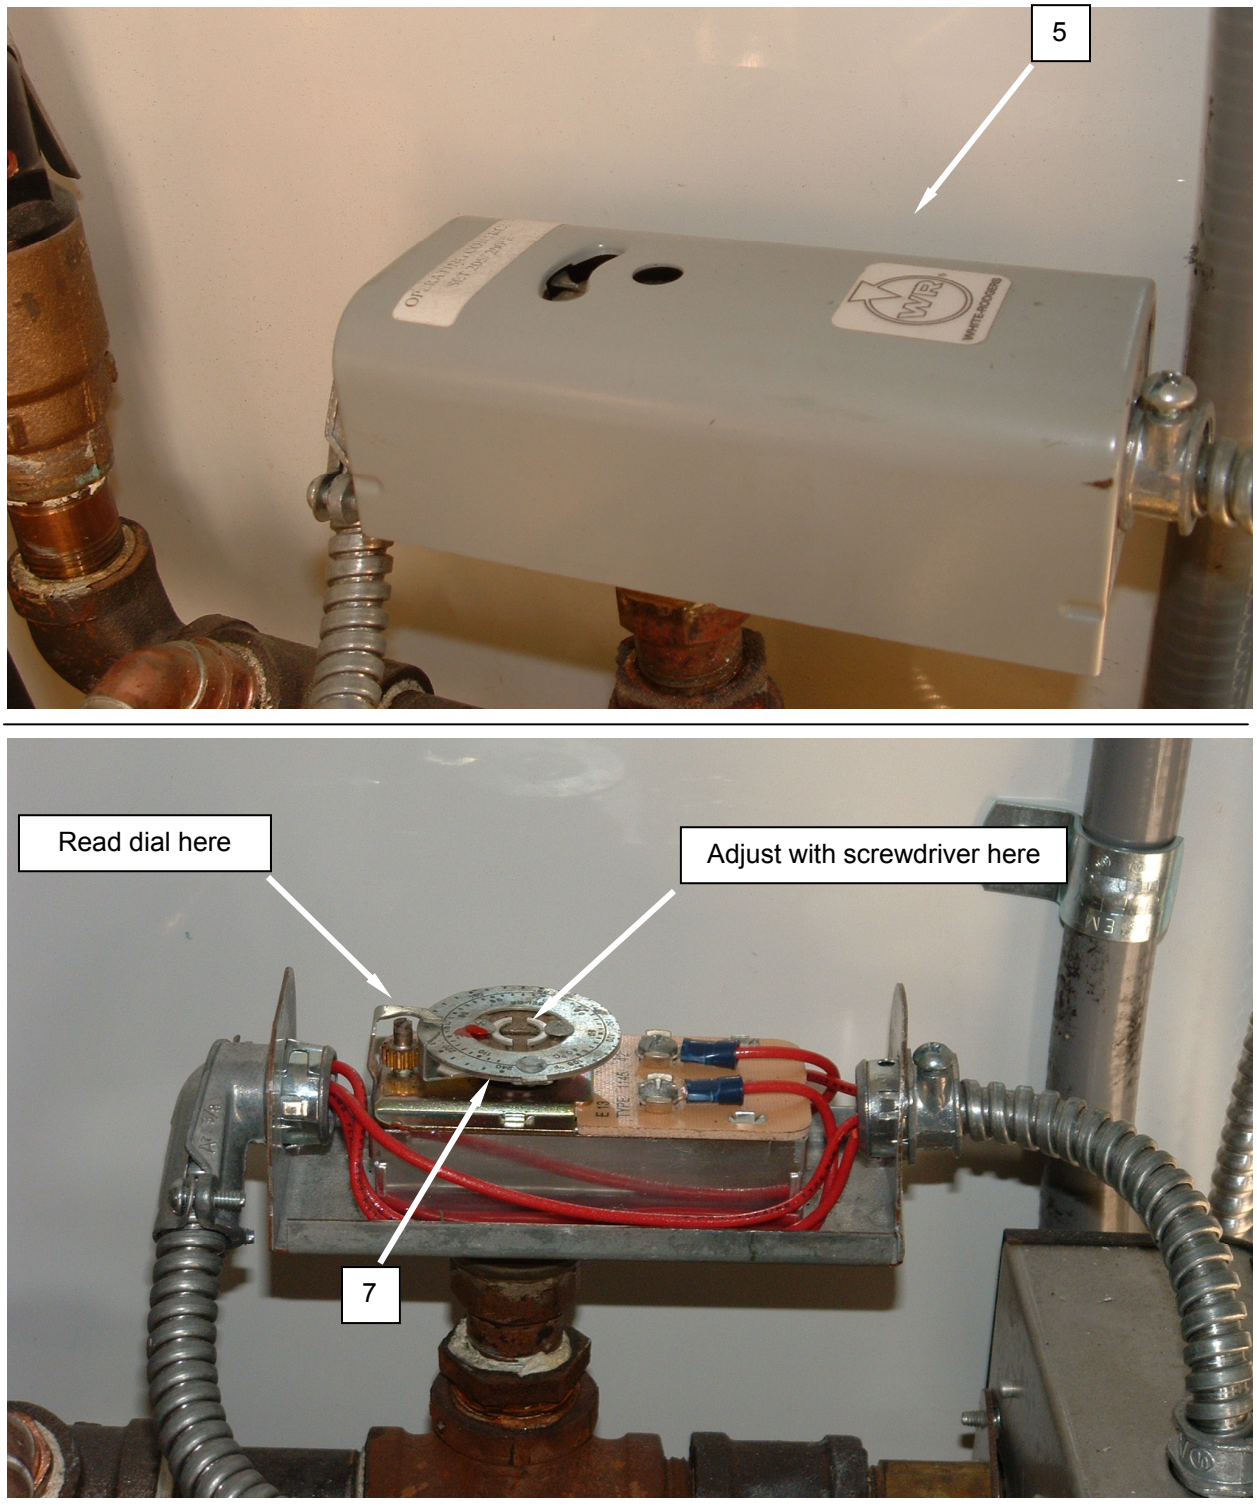

Figure 9. Adjust the Thermostat.
2. Loosen the screw retaining the thermostat cover **(Figure 9, Item 5)**, and remove the cover.
3. Ensure the dial **(Figure 9, Item 7)** has been set for approximately 205 ^{o}F.
4. Install the thermostat cover **(Figure 9, Item 5)**, and retain with screw.